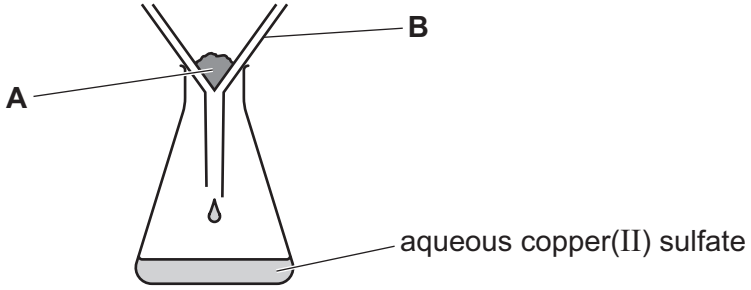

Figure 1.1
(b) Figure 1.1 shows the apparatus at the end of **step 3**.
(i) Name the method of separation shown in Figure 1.1.
(ii) Identify the residue, **A**, in Figure 1.1. View solution
(iii) Name the item of apparatus labelled **B** in Figure 1.1. View solution
(c) The student heats the aqueous copper(II) sulfate collected in the conical flask in Figure 1.1 until **all** the water has evaporated.